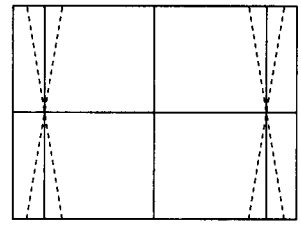

Fig. E8
- Use the arrow keys "◀" and "▶" to adjust the left and right hand vertical lines parallel to the screen edge (see Fig. E8)